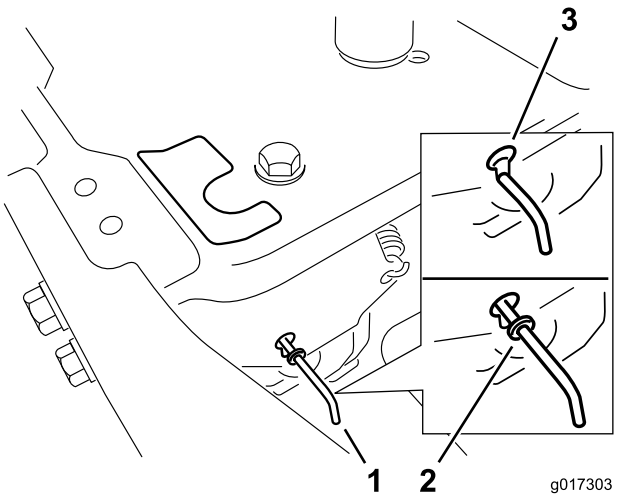

Figur 25
4. För förbikopplingsreglagen framåt genom nyckelhålet och nedåt för att låsa dem på plats (Figur 25).
För förbikopplingsreglagen bakåt genom nyckelhålet och nedåt för att låsa dem på plats enligt Figur 25.